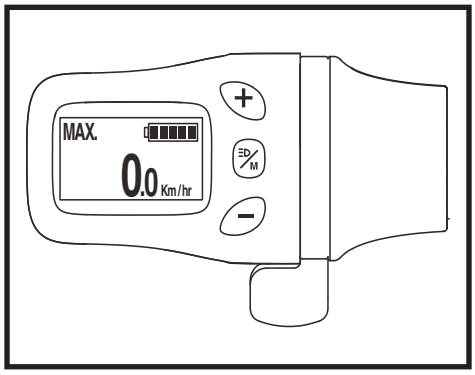

Figure 16. Jauge à batteries
L'indicateur d'état de la batterie sur la console des gaz indique la force approximative de votre batterie à l'aide de l'icône de la batterie. À pleine charge, l'icône affichera cinq (5) barres indiquant une batterie complètement chargée. Avec une utilisation continue, les barres vont commencer à disparaître au fur et à mesure que votre charge s'égoutte. Une fois que l'icône n'a plus qu'une barre affichée, une recharge immédiate est nécessaire. **Voir la figure 16.** Pour avoir une mesure fiable, vous devez débrancher le cordon d'alimentation du chargeur et mettre le contact du scooter.